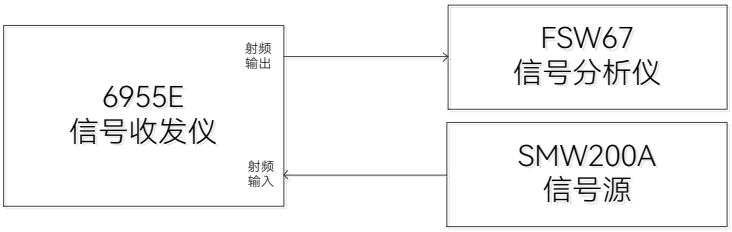

图7.2 **最大信号带宽的测试**
1) 按图 7.2 连接设备，将信号收发仪的输出与外部信号分析仪相连，输入与外部信号源相连，开机预热至少 30min。